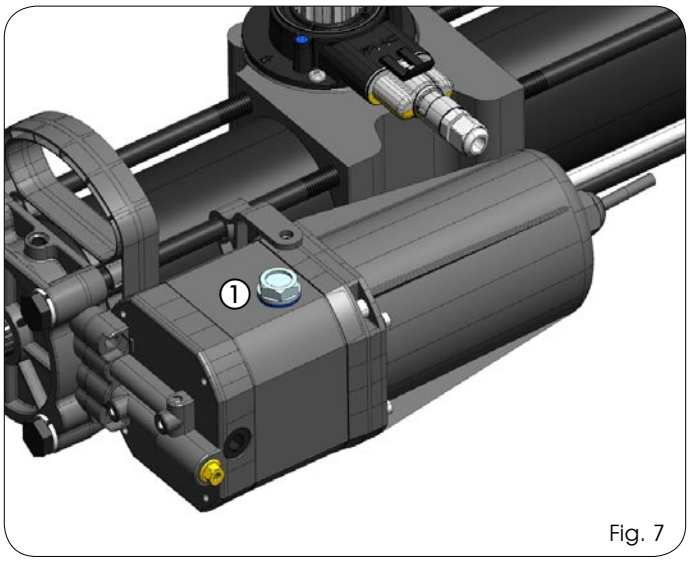

Fig. 7
10) Reponga el nivel de aceite, utilizando el suministrado en el kit, de modo que el mismo esté justo por debajo del tapón (Fig. 7 ref.①).
10) Herstel het oliepeil door de bij de kit verstrekte olie bij te vullen tot het peil vlak onder de dop komt (Fig.7 ref.①).